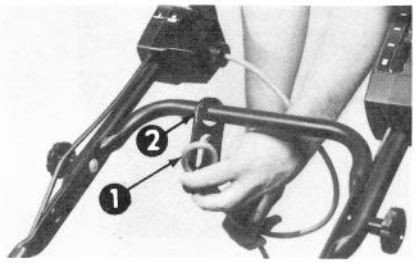

Figure 8
2. Attachez le cordon de rallonge au guide-câble situé sur le mancheron inférieur (Fig. 8 & 9). Laissez une longueur de câble suffisante entre le guide-câble et l'interrupteur-disjoncteur pour permettre de déplacer le guide-câble d'un côté à l'autre de la machine pendant la tonte.